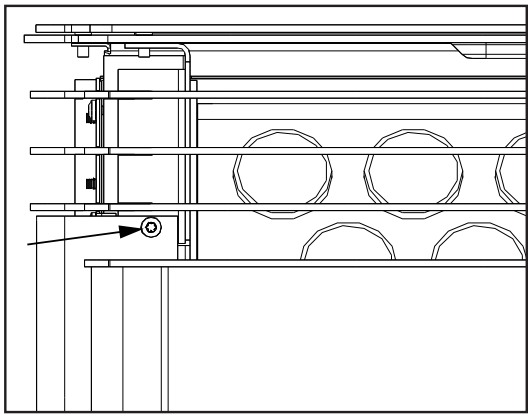
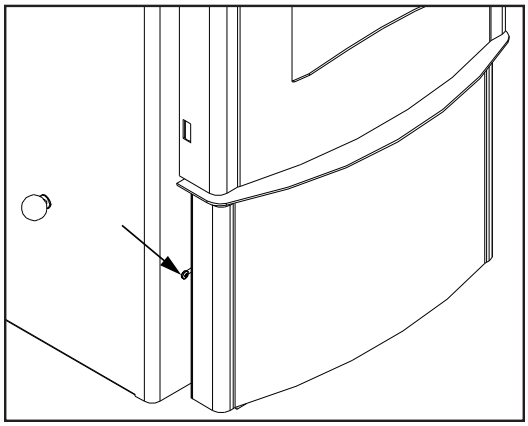
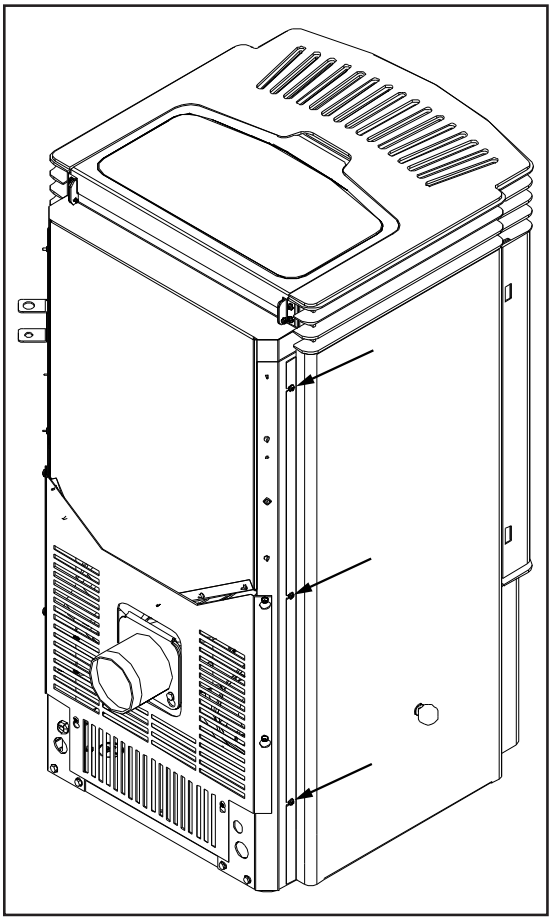
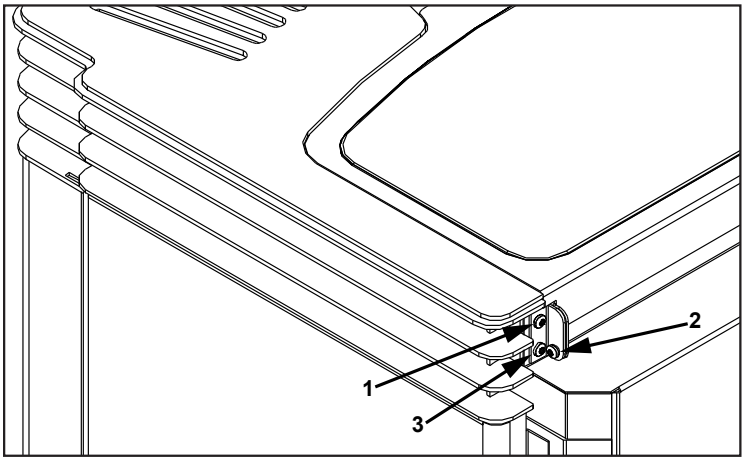

**Figure 27: Screws above door top corner.**
**Figure 28: Screw behind ash box.**
**Figure 29: Screws at back of the cab side.**
Figure 30: Installing Hopper Lid.
1. Remove the screws above the door on both sides (Figure 27).
2. Ensure the screws behind the ash box, one on each side (Figure 28) and the three (3) on each side at the back (Figure 29) are loosened.
3. Slide the three (3) slots at the back of the cab panels under the three (3) screws at the back.
1. Attach the hopper brackets to the back of the unit with a screw in each top holes of the brackets (#1 in Figure 30). Do not tighten these screws until all six (6) screws are in place.
2. Lay the hopper lid in place, slide the bushing into the bracket, and attach the lid to the brackets (#2 in Figure 30). The screw must go through the bushing in the bracket then into the hopper cover.
3. Install the screw in the bottom hole on both brackets (#3 in Figure 30).
4. Let the hopper lid lay flat on the stove top then tighten the four (4) bracket screws.
2. Remove both cab panels. Remove the screws above the door on both sides (Figure 27) and ensure the screws behind the ash box, one on each side (Figure 28) and the three (3) on each panels at the back (Figure 30) are loosened. Slide the front of the cab panels out then slide the back of the cab panels out from under the three (3) screws at the back (Figure 29). Note: The slider knob will need to be removed if installed.